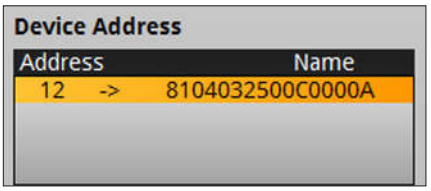

Figure 16. New ECU Name.
4. Set the Device Address to 12 and check the “Arbitrary Address” box. Select OK to close the dialogue box. A new ECU name will be displayed (see Figure 16).